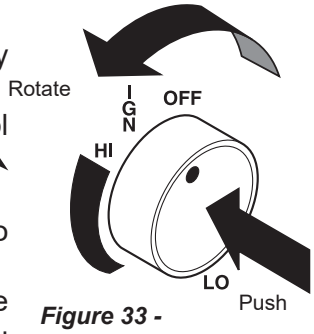

Figure 33 - IGN Position
6. From OFF position, push in gas control knob slightly and turn counterclockwise to the IGN position. *Figure 33.* Push in and hold control knob for 5 seconds.